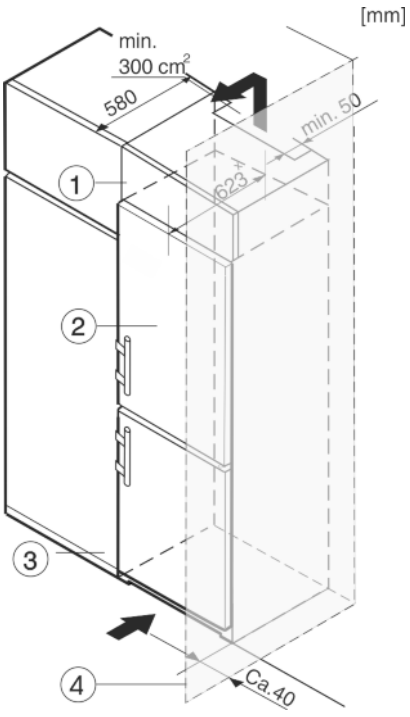

Fig. 11
The appliance can be inserted into a row of kitchen units. To match the appliance *Fig. 11 (2)* to the height of the row of units, a suitable stack cabinet *Fig. 11 (1)* can be fitted above the appliance.
When retrofitting with kitchen cabinets the appliance can be installed directly next to the cabinet *Fig. 11 (3)*. So that the doors can be opened fully the appliance must be stick out at least 65 mm[x] from the front of the cabinet. The appliance may protrude further depending on the depth of the kitchen cabinets and if wall spacers are used.
If the appliance is installed with the hinges next to a wall *Fig. 11 (4)*, the distance between appliance and wall has to be at least 40 mm. This corresponds to the projection of the handle when the door is open.